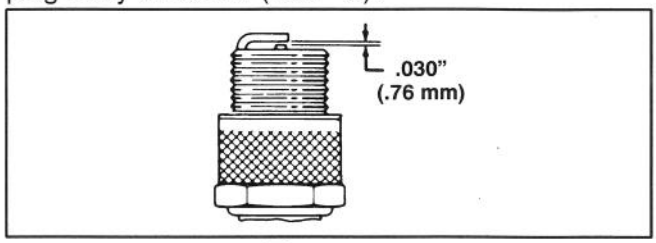

Figure 15
3. Set air gap at 0.76 mm (0.030") (Fig. 15). Install correctly gapped spark plug and gasket seal. Tighten plug firmly to 20 N·m (15 ft–lb).